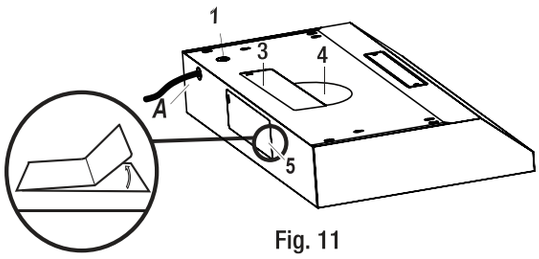

Fig. 11
- Choisir le trou de ventilation à retirer en fonction de votre type d'installation. Utiliser les trous supérieurs (3 et 4) pour une installation de ventilation par le haut et le trou arrière (5) pour une installation de ventilation par l'arrière.
- Retirer soigneusement le couvercle (3, 4 ou 5) du trou d'aération approprié à l'aide d'un tournevis à tête plate ou d'une pince à bec effilé (voir Fig. 11). Veiller à ne pas laisser de débris à l'intérieur de la hotte (A).